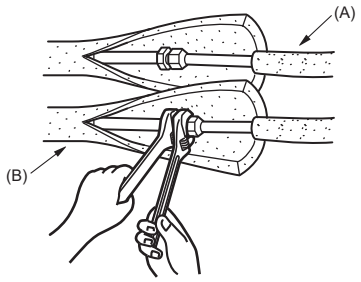

Fig. 4-4
4.5. Travaux pour l'installation des tuyaux de réfrigérant (Fig. 4-4)